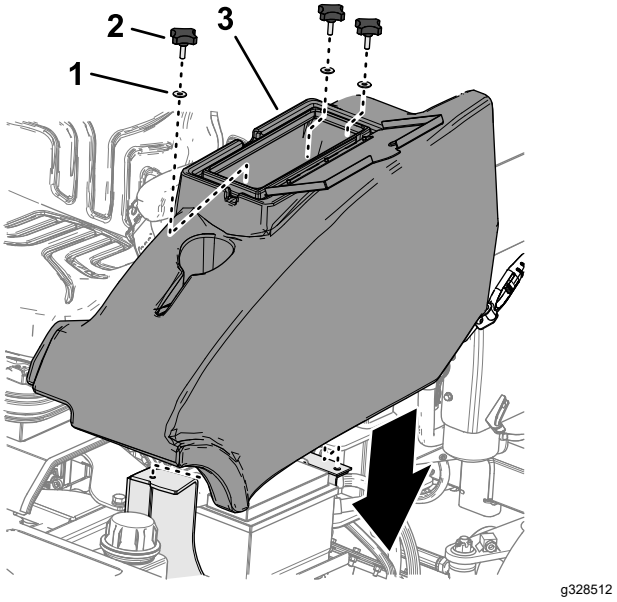

Figur 48
2. Fest oppbevaringsrommet på maskinen med de tre knottene og tre skivene (Figur 48)